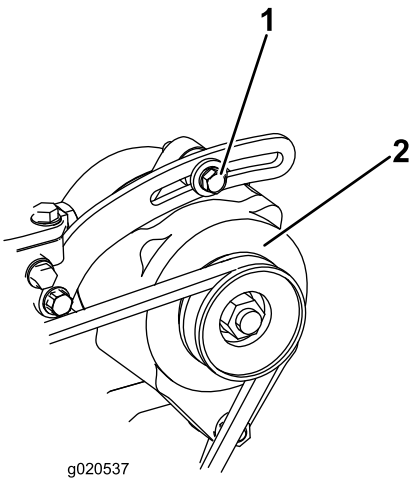

Figuur 87
1. Als de speling niet correct is (10 mm), moet u de montagebouten van de wisselstroomdynamo losdraaien (Figuur 87).